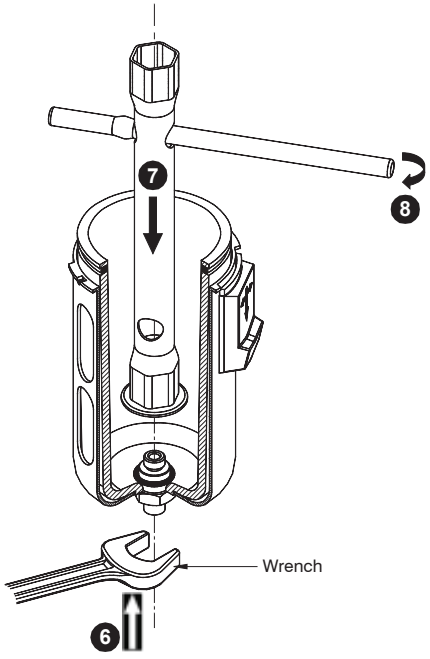

FIG. 4
d) Hold the adaptor nipple with a wrench (19mm for 1/4" and 3/8" and 22mm for 1/2"). Now place the nut over the adaptor nipple and tighten the nut. (Ref: FIG. 4)